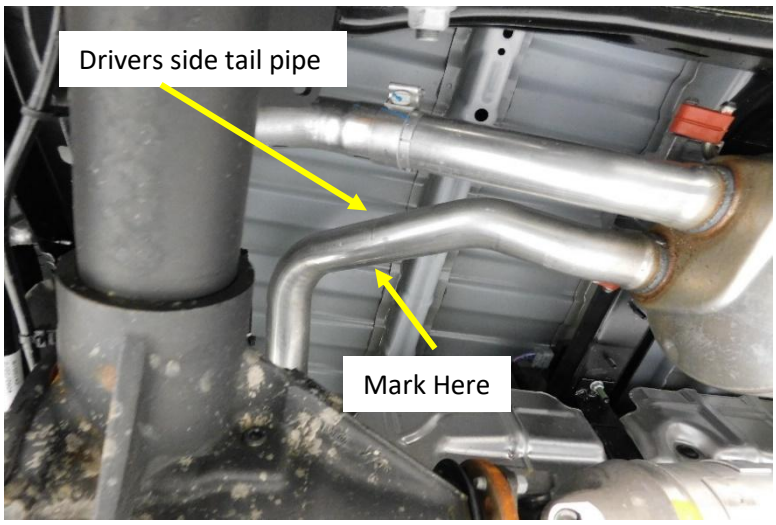
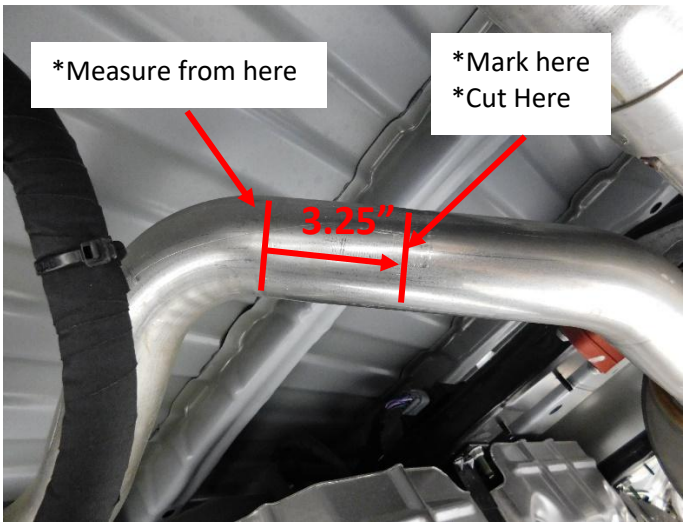

Figure.1
Figure.2
2. Cut the left (Drivers Side) tail pipe at the location in **Fig. 1/ Fig. 2**
Fig.2 **Note : This cut can be made anyplace after the muffler , Cutting at this location will make returning the factory exhaust a simple task with a band clamp if it’s required later.**